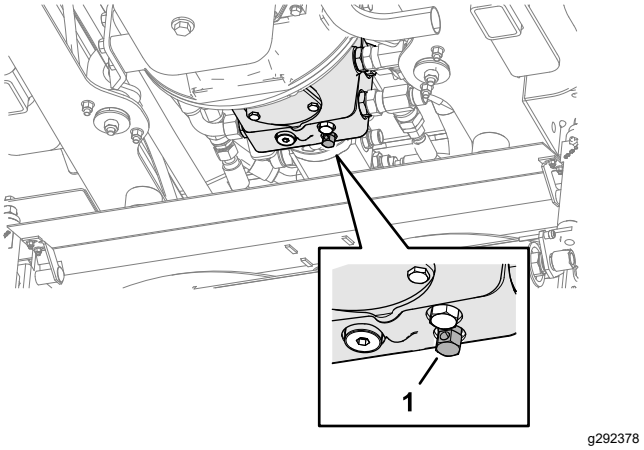

Figur 44
2. Over den midtre klippeenheten, steng omløpsventilen på girpumpen ved å vri den med klokken (Figur 44).